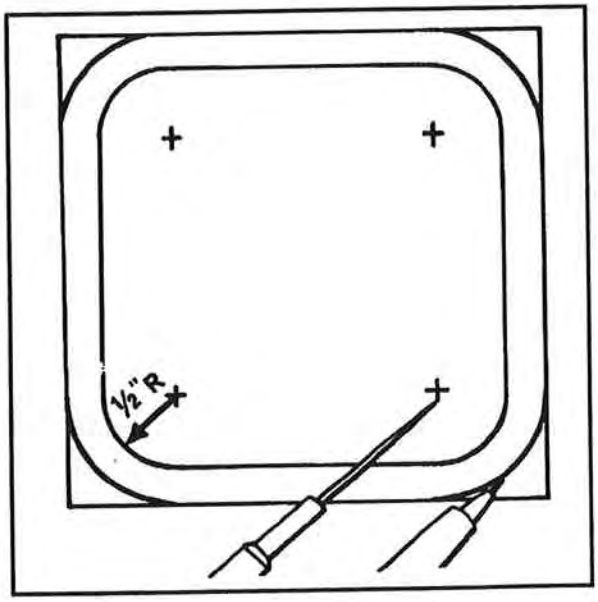

Figure 8-16. Rivet layout line radius
- Radius the corners of the rivet layout lines by swinging arcs from the same points that the cutline radii were swung from (Figure 8-16).